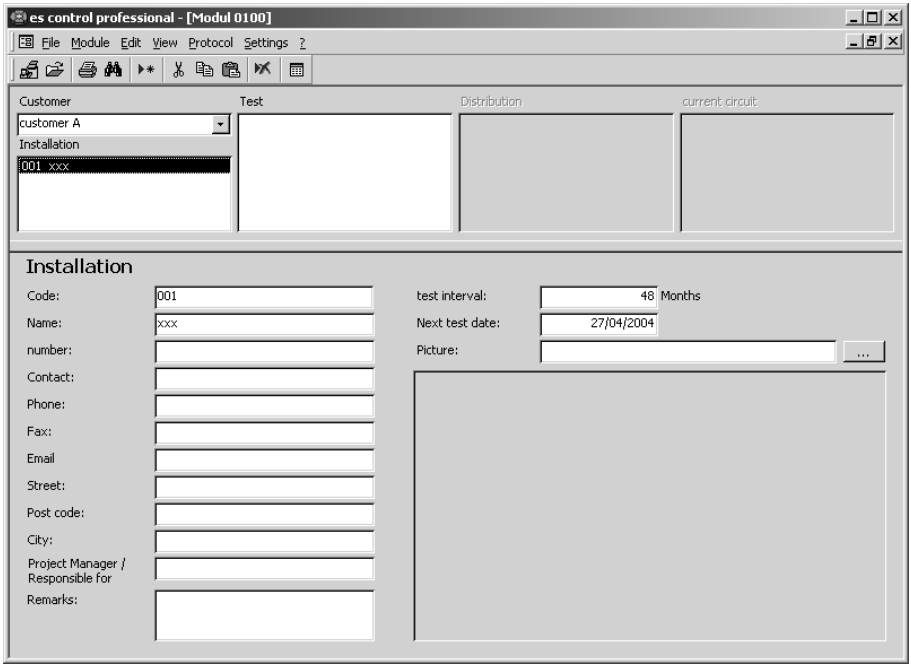

Figure 6.7 Add data record for installation
- Now create a new data record. Use either the “Data record | Add” menu command or use the context menu which can be accessed by clicking the right mouse key. A new installation for “Customer A” customer is created. The new data record for the installation is displayed as shown in Figure 6.7.